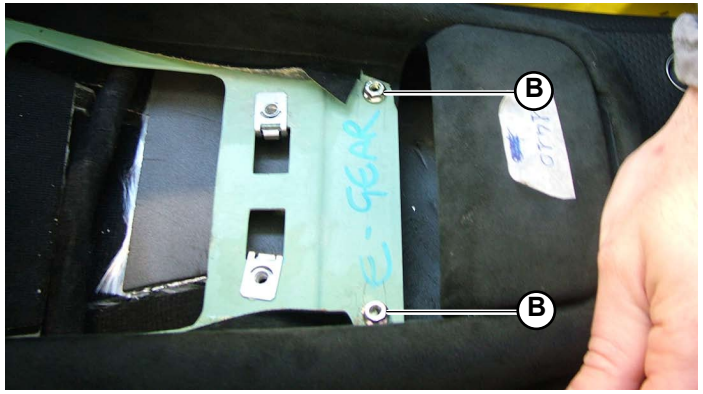

Fig.12
4. Unscrew the 2 screws (**B-Fig.12**) securing the central armrest to the tunnel.